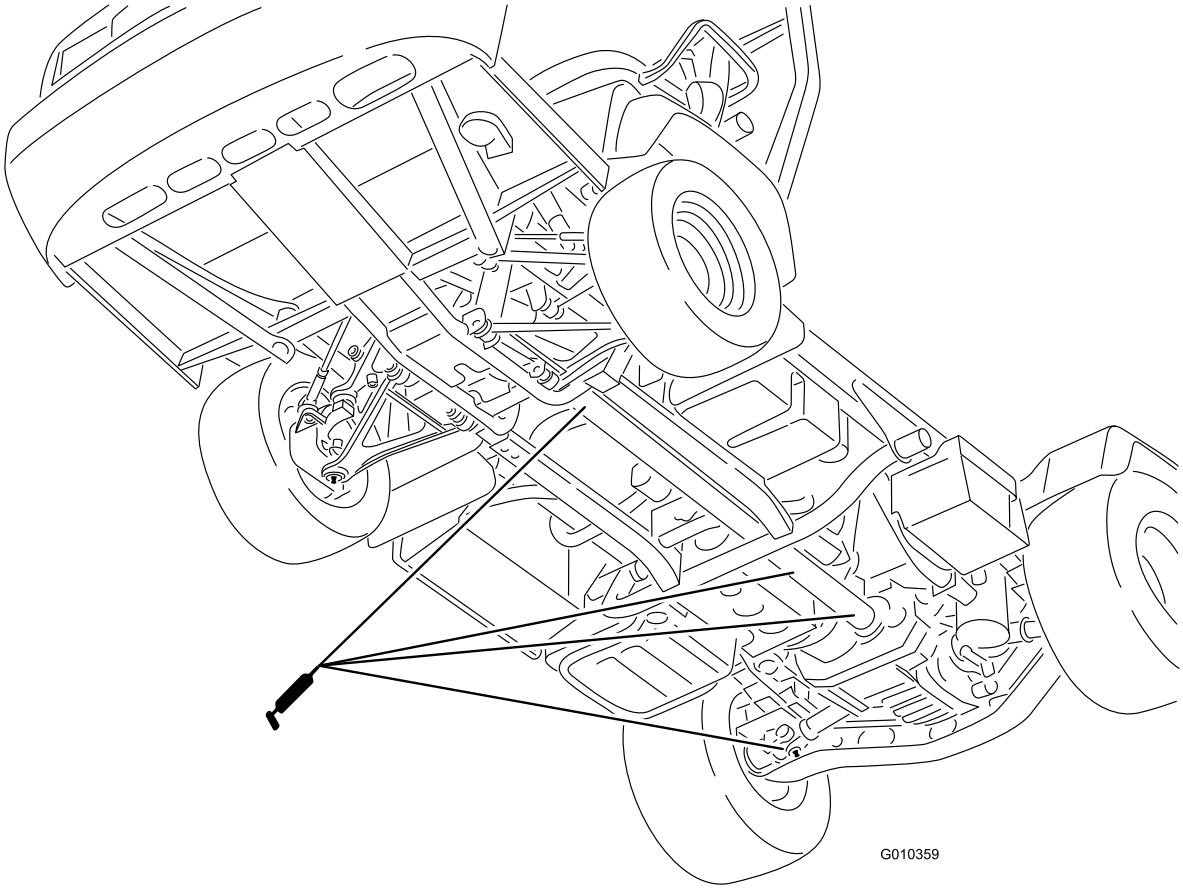

Figura 44
- Junta em U (18) e veio de tracção às 4 rodas (3) (Figura 44)